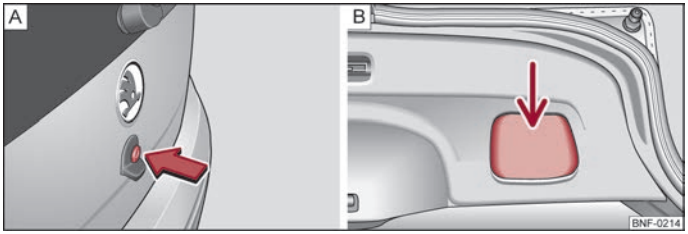

Fig. 14 Boot lid
Unlocking or locking the vehicle causes **all** doors to be unlocked or locked at the same time by the central locking system. The boot lid is unlocked when it is opened. Afterwards you can open the tailgate by pressing the button ⇒ Fig. 14 - A. ▶
– Afterwards you can open the boot lid by pressing the button ⇒ Fig. 14 - A.
– Reach into the recesses ⇒ Fig. 14 - B and pull the boot lid downwards.